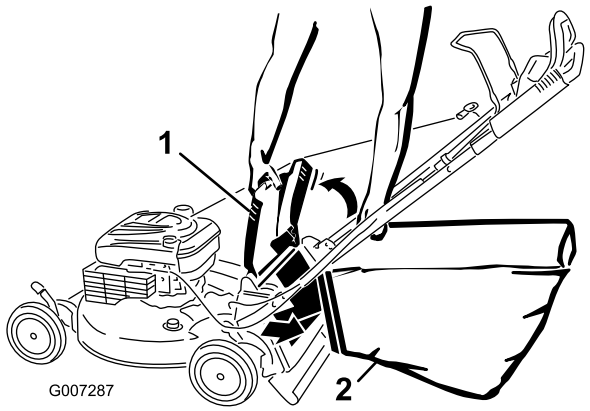

Figur 21
4. Häng gräsuppsamlarens övre framkant i skårorna (Figur 21).